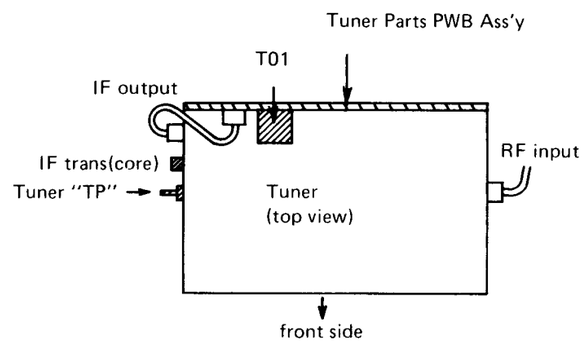

Fig. 5-60 Tuner parts printed circuit board
4. Connect the sweeper probe to the tuner TP and the ground lead to the bracket as shown in Fig. 5-60.